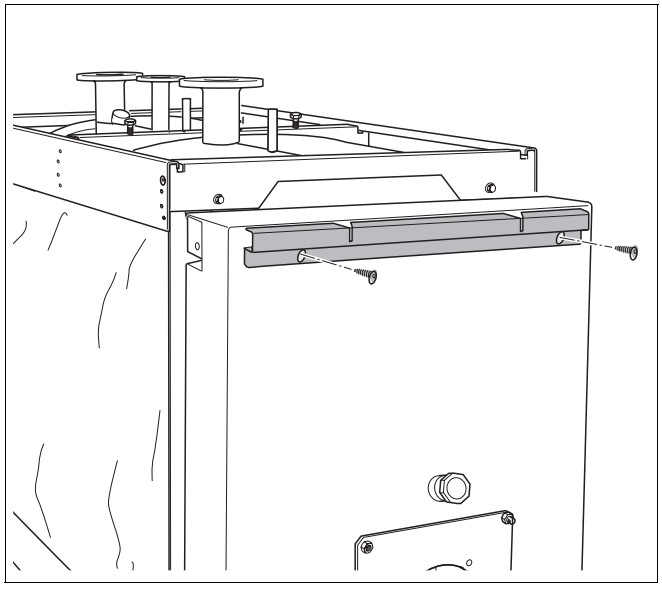

Rys. 26 Przymocowanie profilu poprzecznego
- Przymocować profil poprzeczny przy pomocy 2 śrub samogwintujących M5×10 do kotła grzewczego (rys. 26).